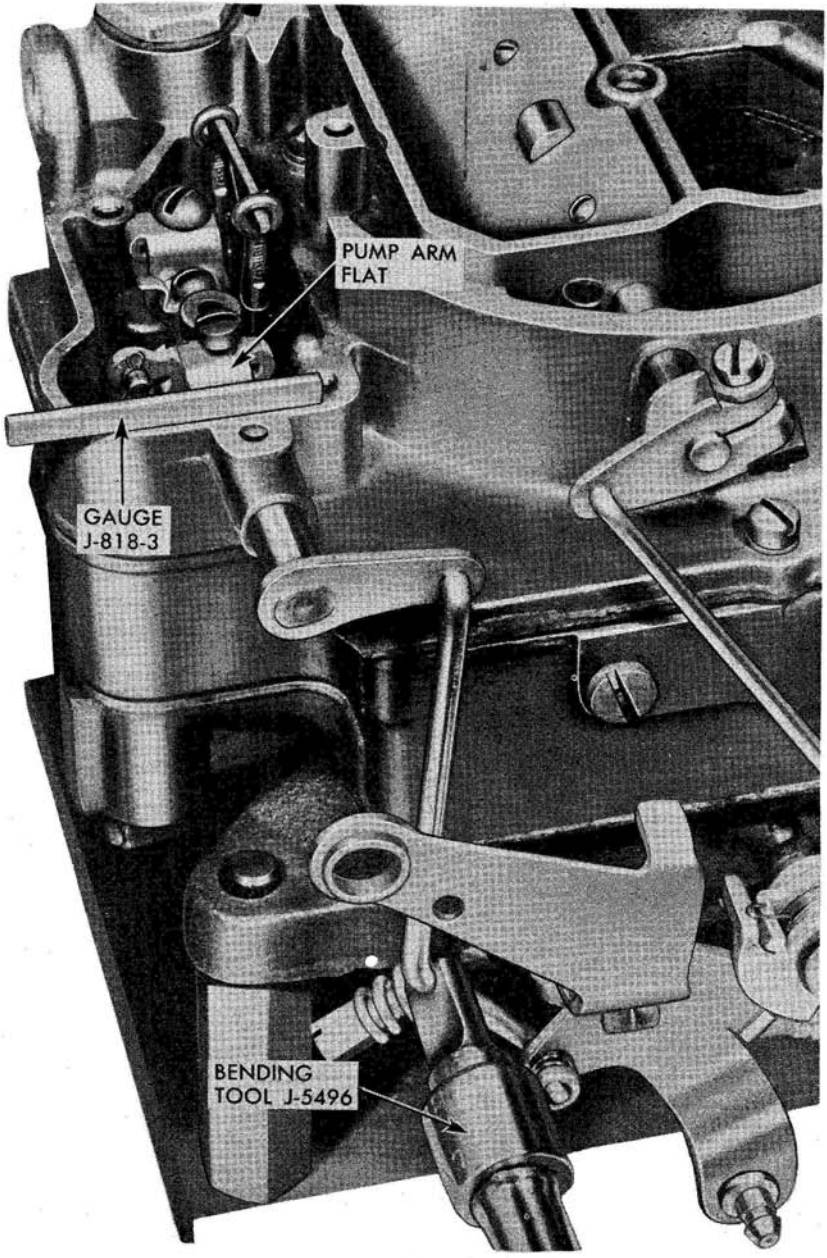

Fig. 15-C Pump Adjustment
b. Hold gauge J-818-3 on dust cover boss as illustrated in Fig. 15-C.
c. Visually check the relationship between the top flat of the pump arm (Fig. 15-C) and the gauge. Properly adjusted, these surfaces should be parallel.